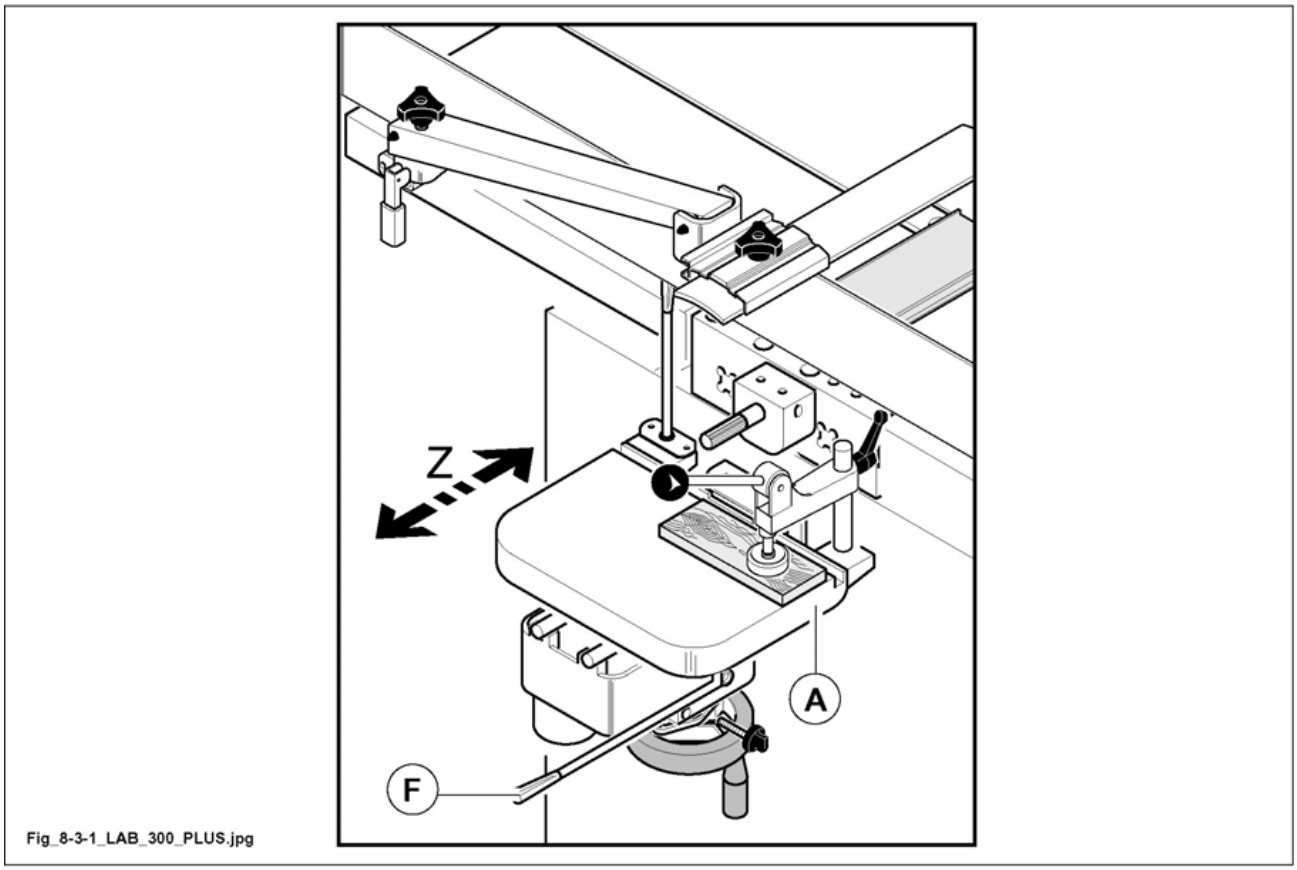

Fig. 8.3-1
In the case of dead holes you have to adjust the stroke of additional table (A fig. 8.3-1) (axis Z):
- check the forward stroke by lever (F fig. 8.3-1), adjust the depth stop by means of knob under the table (A fig. 8.3-1).